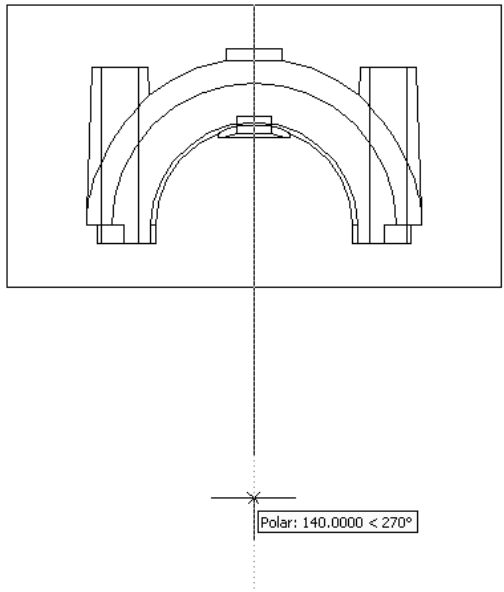

Рис. 10.1. Построение фронтального и горизонтального видов командой **SOLVIEW**
значения (**140,200**) (на экране появляется фронтальное изображение крышки подшипника) (рис. 10.1).
7. На запросы в командной строке *Specify first/other corner of viewport* (Первый угол видового экрана) по очереди задать координаты углов рамки фронтального ВЭ, например (**70,240**) и (**210,160**). После этого изображение помещается в рамку фронтального ВЭ размером (**140** × **80**) в *режиме модели* (см. рис. 10.1) (знак ПСК внутри рамки).
2. На запрос в командной строке *Specify view center* (Центр вида) ввести координаты центральной точки изображения на виде сверху. Ввод осуществляют либо с клавиатуры, либо курсором. Курсором протягивают "резиновую нить" вниз. Она тянется вертикально, т. к. автоматически включился режим "орто". Далее, используя ортогональную трассировку *(см. разд. 1.3)*, либо с клавиатуры вводят значение **140**, либо протягивают "резиновую нить" до значений относительных полярных координат, отображенных в строке состояния и равных (**140 < 270°**) (см. рис. 10.1), и щелкают левой кнопкой мыши. При этом для слежения по строке состояния за координатами включают два режима — режим "шаг" *(см. разд. 1.3)* и режим относительных полярных координат, дважды нажав клавишу <F6>. На экране появляется горизонтальное изображение крышки подшипника.